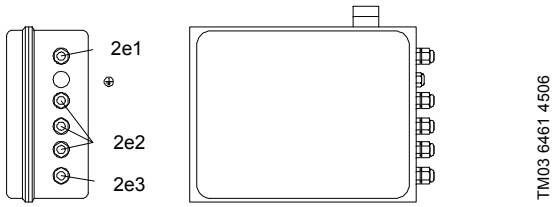

Рис. 23 Термореле
1. Ослабьте и снимите резьбовую крышку маслоналивного отверстия (F). См. рис. 23.
2. Медленно доливайте прилагаемое к насосу гидравлическое масло через маслоналивное отверстие (F) до тех пор, пока уровень масла не достигнет метки на щупе.
3. Установите ручку регулировки длины хода (L) на «0».